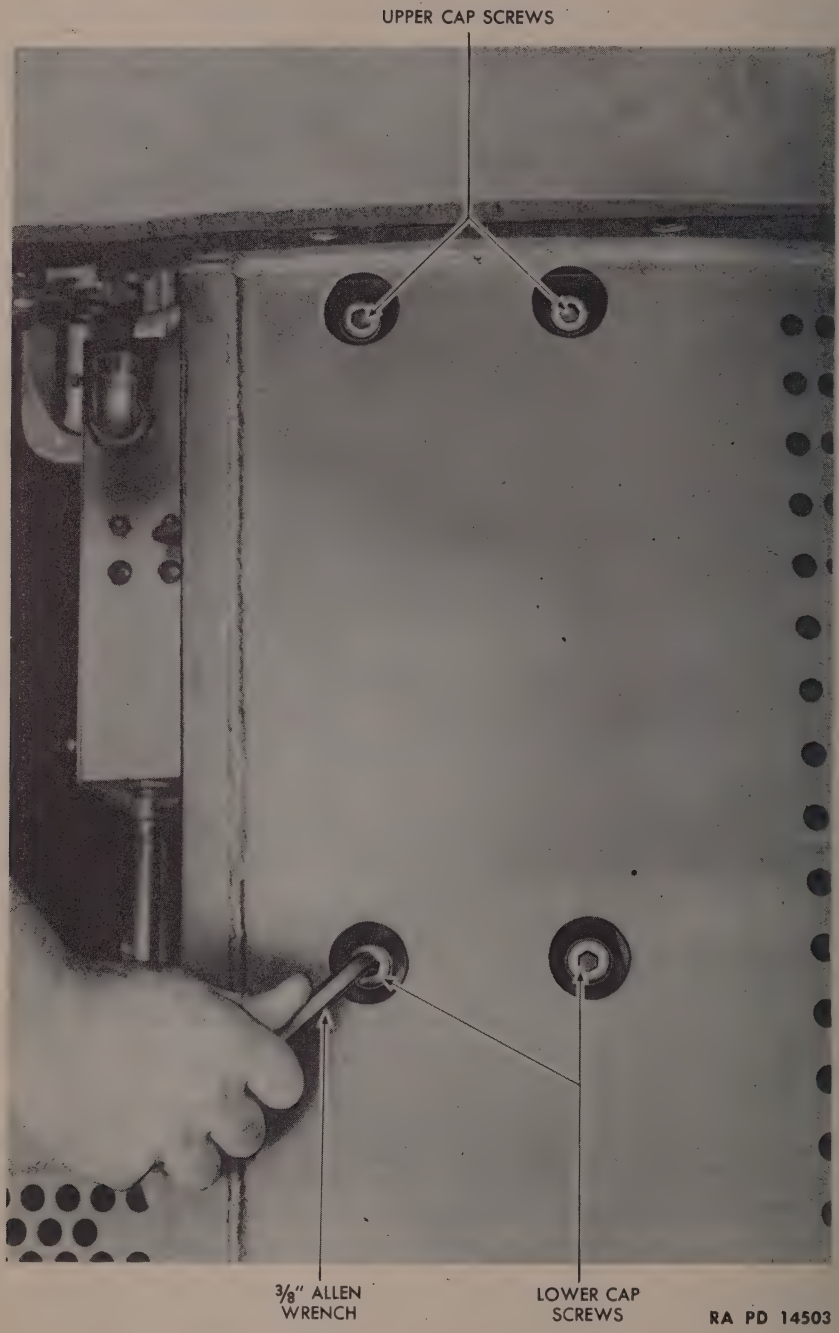

Figure 177—Removing Lower Assembly Attaching Screws—Hydraulic Turret Traversing Mechanism
(3) DISCONNECT MOTOR TUBES FROM HYDRAULIC MOTOR (par. 184 b (1)).
(4) DISCONNECT MOTOR DRAIN TUBE (par. 184 b (2)).
(5) REMOVE LOWER ASSEMBLY (fig. 177).